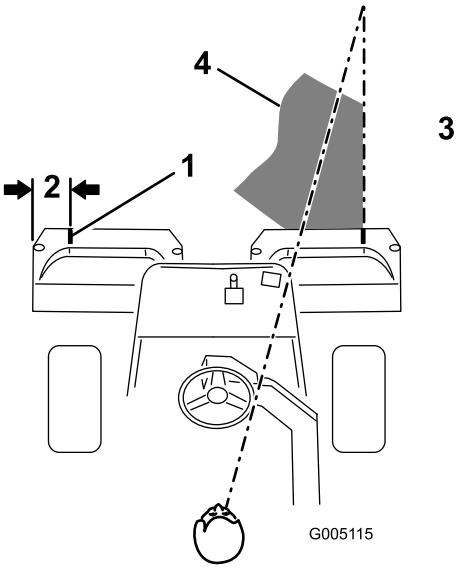
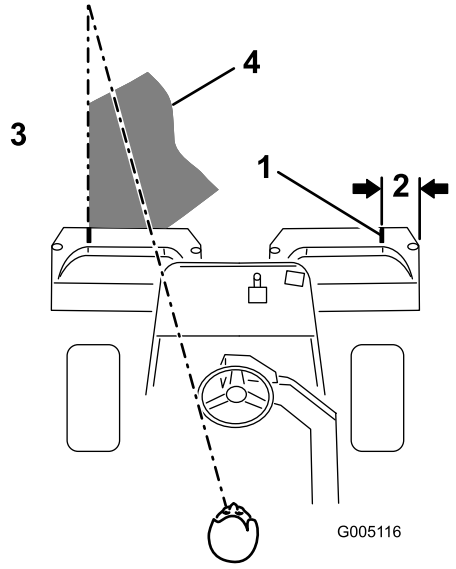

Figur 30
**Figur 31**
2. Placera en bit vit tejp eller måla en linje på varje korg parallellt med korgens ytterkant (Figur 30).
3. Överlappa den tidigare klippremsan så lite som möjligt under nästkommande vända. Etablera en tänkt siktlinje ca 1,8 till 3 m framför maskinen så att du klipper i en rak linje över greenen och håller maskinen på ett jämnt avstånd till förra klippvändans kant (Figur 30 och Figur 31). En del tycker att det är användbart att inkludera rattens ytterlinje som del i siktlinjen, dvs. att hålla rattkanten i linje med en punkt som alltid är på samma avstånd från maskinens framkant (Figur 30 och Figur 31).